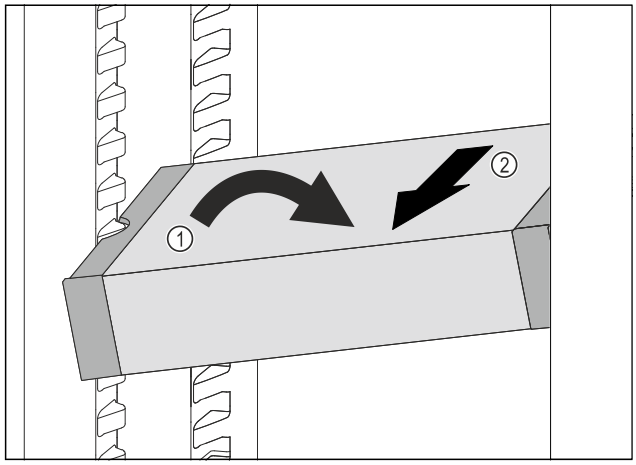

Fig. 100
▶ Poziționați oblic VarioSafe în frigider. *Fig. 100 (1)*
▶ Extrageți VarioSafe spre înainte. *Fig. 100 (2)*